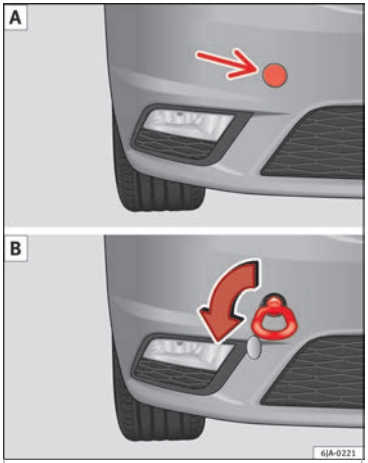

Fig. 65 Right side of the front bumper: towline anchorage screwed in.
- Screw the front towline anchorage into the screw connection ››› Fig. 65 and tighten it with the wheel brace.